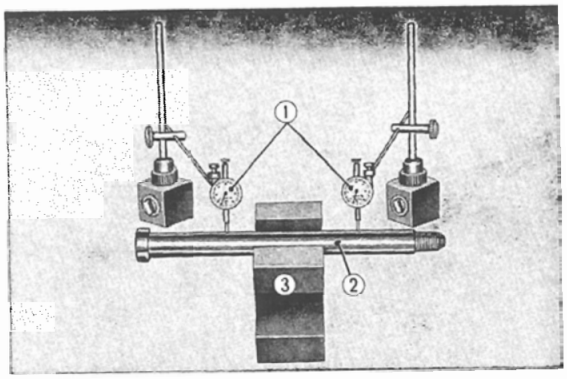

Fig. 4.97 Checking the rear axle for bend
2. Axle bend and wear. **(Fig. 4.97)**